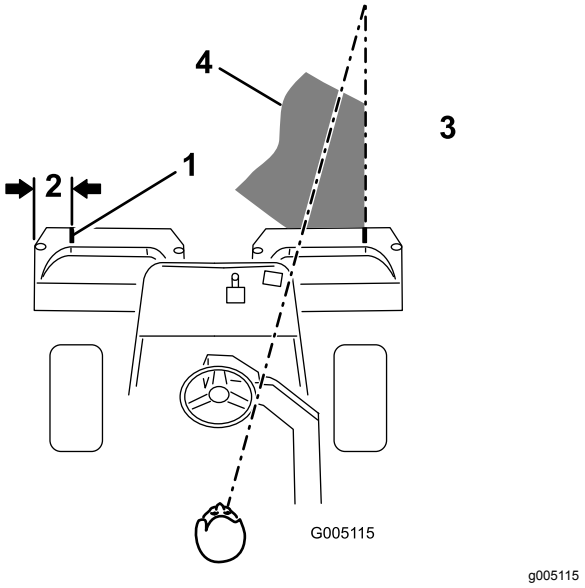

**Figuur 11**
2. Bevestig een strook witte tape of zet een streep op elke mand, die evenwijdig loopt aan de buitenrand van elke mand Figuur 11)